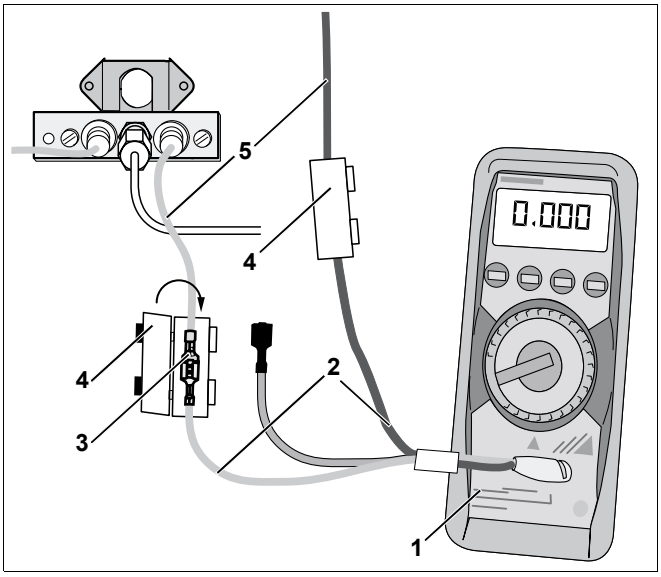

Рис. 12 Измерение тока ионизации
- Измерительный прибор (рис. 12, **поз. 1**) последовательно соединить с контактами снятого штекерного соединения контрольного кабеля (рис. 12, **поз. 3**).
- Установить контактный предохранитель (рис. 12, **поз. 4**) на штекерное соединение.
- Выбрать на измерительном приборе (рис. 12, **поз. 1**) диапазон постоянного тока в μA.
- Вновь восстановить штекерное соединение контрольного кабеля (рис. 12, **поз. 3**).
- Установить контактный предохранитель (рис. 12, **поз. 4**) на контрольный кабель (рис. 12, **поз. 5**).